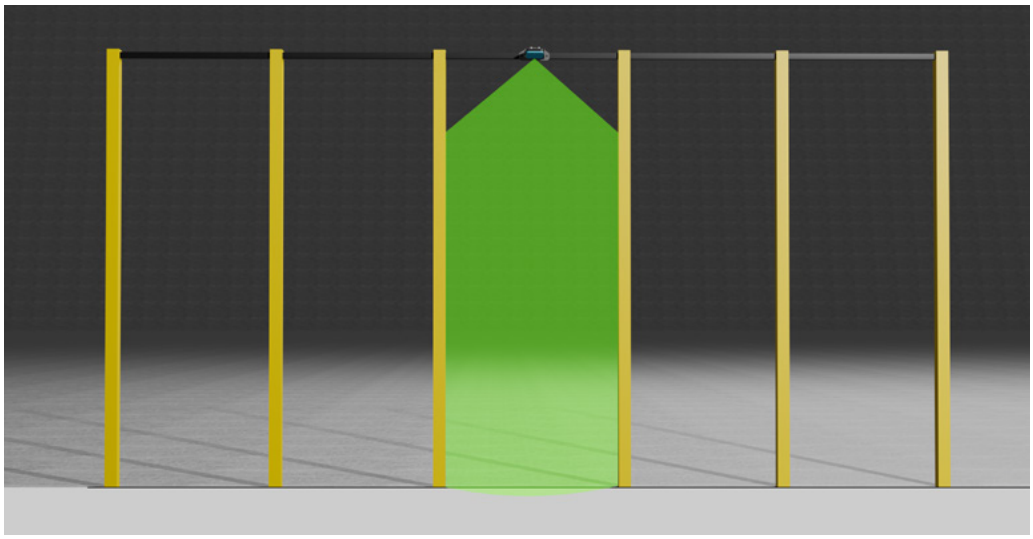

Figure 4: Single sensor installation
- Single sensor installation (Refer to Figure 4): When a sensor is installed to safeguard a gate bounded by physical guards, such as fences, the sensor corridor width shall be configured taking into account the maximum protected lateral width. The corridor width shall be set to a value equal to or less than the maximum protected lateral width, as specified in the previous tables.